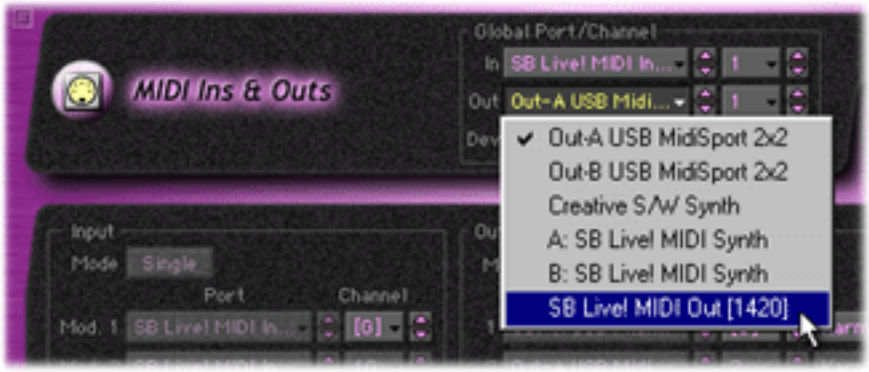

Figure 1: MIDI Ins and Outs Window
1. If it is not already open, from the "Windows" menu select "MIDI Ins & Outs Editor." In the top center area you'll find the Global Port, Channel and Device settings (see Fig. 1 below).
To connect the TRITON to KARMA Triton, set the Global In and Out port(s) to the ports that your TRITON is connected to. For example, with a Sound Blaster Live setup (for Windows), this would be the "MIDI UART" or "MIDI In/Out" ports With a multi-port MIDI interface, the names are different for each manufacturer – in Figure 1 (below), notice how the MidiSport 2x2 shows up in the first two lines of the menu.